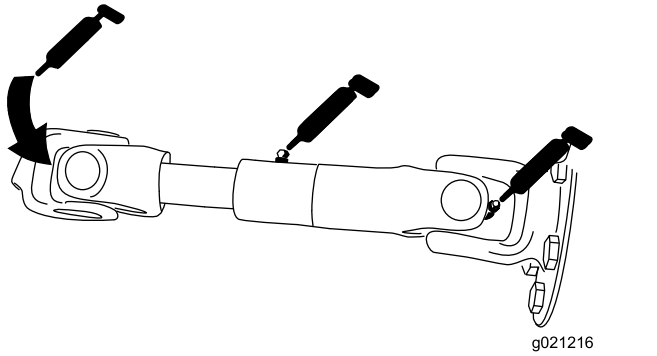

Figur 76
- Pumpens drivaksel (3) (Figur 76)